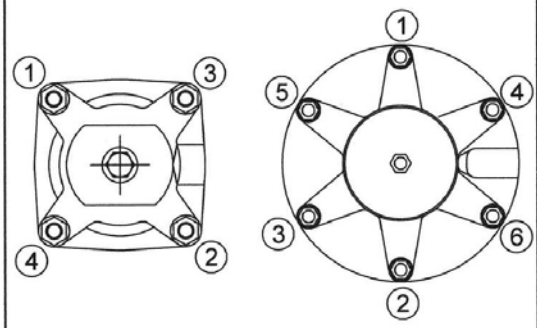

FIGURE 8
V. On spring return models; hollow tie rods (50) must be screwed onto long bolts (51) protruding from adaptor (26).
W. Place cylinder gasket / o-ring (46) in endcap (54). Insert long bolts (51) with flat washer (53) in endcap.
X. Place spring(s) in cylinder, being sure to nest in piston contours. Mount endcap over extended spring(s) and fasten to hollow tie rods (50) with bolts (51). To prevent galling, lubricate bolts (51) with "Whitmore’s Omnitemp II" grease or equal. Alternately and uniformly tighten bolts (51) in hollow tie rods. Tighten each bolt approximately ¼” – ½” following the sequence shown in Tie Rod Tightening Sequence (FIGURE 8) until spring is completely compressed. Be sure that each hollow tie rod slides into the counterbore in the endcap. Do not over tighten bolts. Refer to Assembly Torque Requirements Table (FIGURE 9).